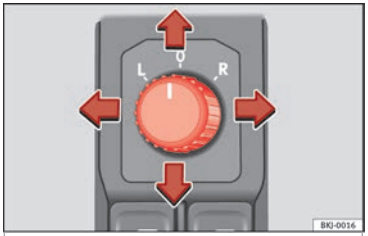

Fig. 128 Exterior mirror controls.
1. Turn knob ››› **Fig. 128** to position **L** (**left exterior mirror**).
– Turn the control ››› **Fig. 128** to position to fold in the exterior mirrors. You should always fold in the exterior mirrors if you are driving through an automatic car wash. This will help prevent damage.